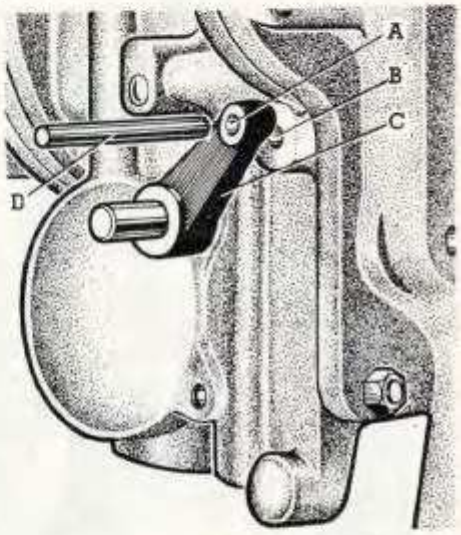

Fig. 1 STR 1175A
1. Insert a $\frac{1}{8}$" pin (D) through the hole (A) in the setting lever (C) into the setting hole (B) on the right hand of the casing. The operating valve in the unit is now held open. Fig. 1.